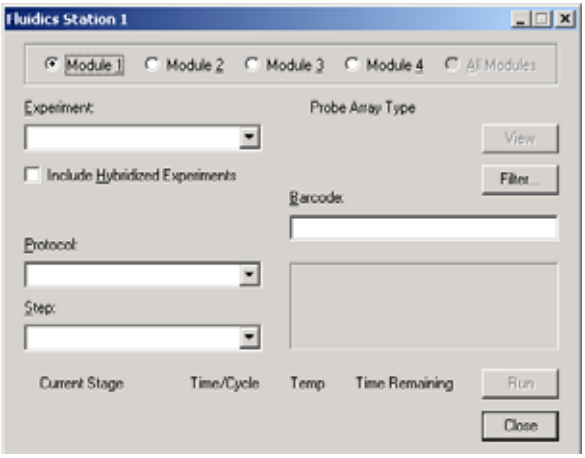

Figure A.26
79. Select **Module 1** **(Figure A.26)**.